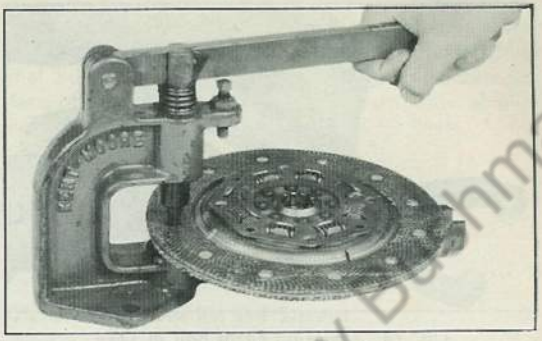
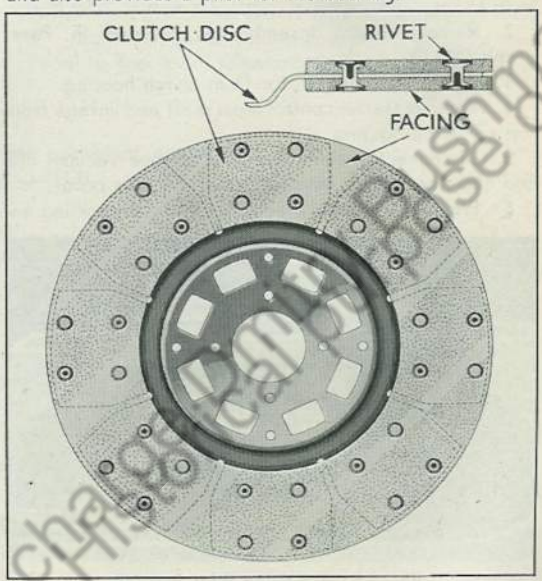

Fig. 12 Clutch Riveting Fixture
Fig. 13 Clutch Riveting Locations
A. To Remove Clutch Facings—A suitable riveting fixture, such as that shown in Fig. 12, is required if facings
1. Install rivets with a suitable riveting fixture such as illustrated in Fig. 12. Rivet arrangement is illustrated in Fig. 13.